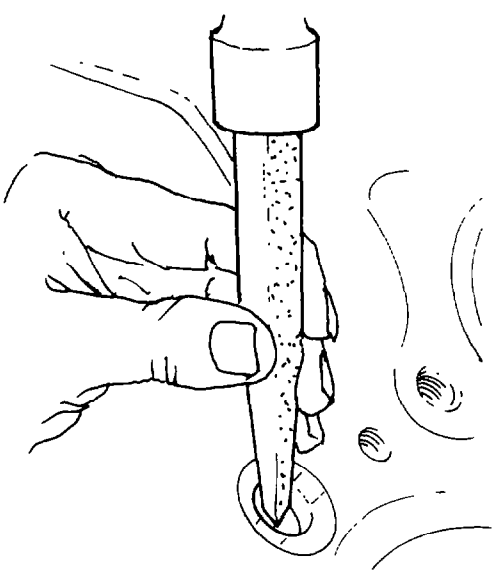

Fig. 185 — Removing Expansion Plugs
a. Using a sharp tool, punch a hole in the idler shaft expansion plugs and pry the plugs out (see fig. 185).